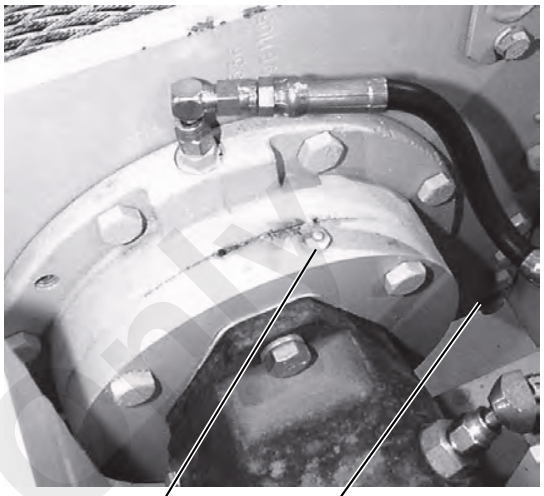

FIGURE 5-70
1. Clean around the brake breather (Figure 5-70). Remove the breather and clean it in a suitable solvent.